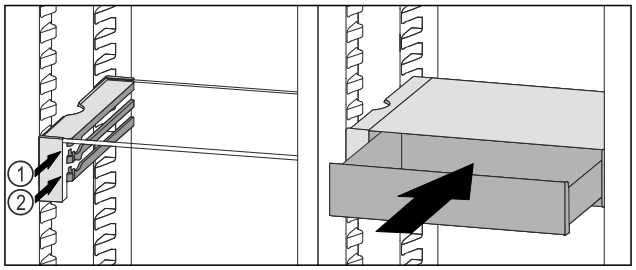

Fig. 103
▶ Așezați sertarul VarioSafe în spatele opritoarelor pe nervura dorită *Fig. 103 (1)* sau *Fig. 103 (2)*.